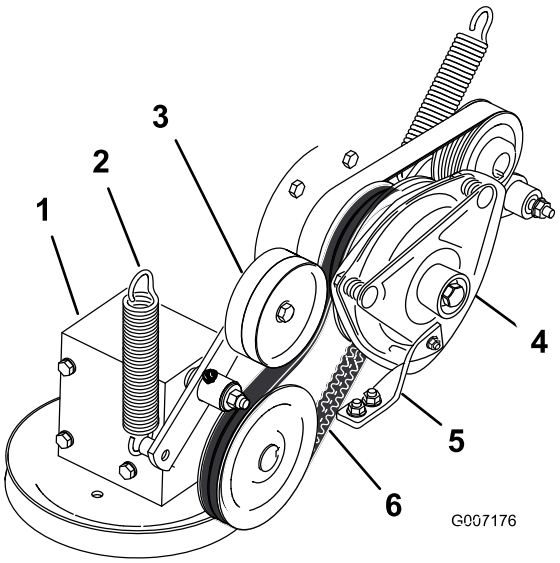

Figur 64
4. Fjern fjæren fra lederullarmen (Figur 64).
7. Sett den nye kraftuttaksremmen på clutchremskiven og girkasseremskiven (Figur 64).
9. Monter fjæren på lederullarmen (Figur 64).